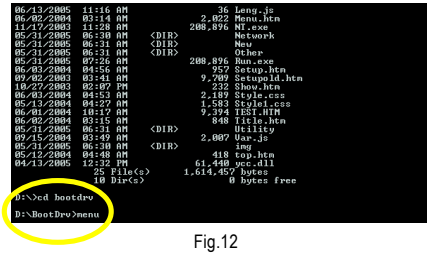

Fig.12
Step 1: Insert the prepared startup disk and motherboard driver CD-ROM in your system. Boot from the startup disk. Once at the A:\> prompt, change to the CD-ROM drive (example: D:\>). At the D:\> prompt, type the following two commands. Press ENTER after each command (Fig.12):